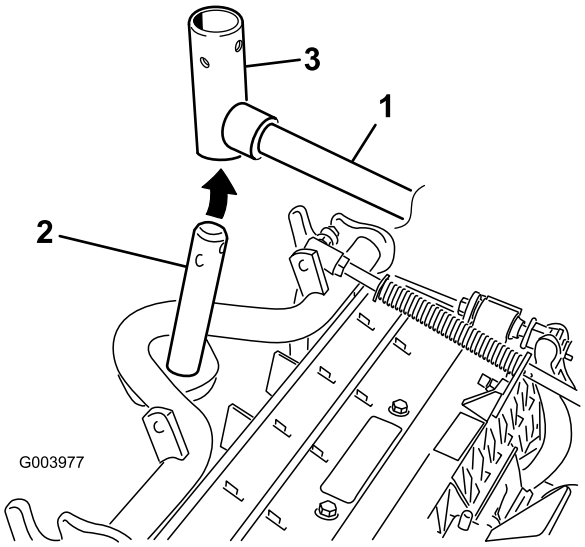

Figur 10
8. Hvad angår de forreste klippeenheder, skubbes en klippeenhed ind under løftearmen, mens bærerammeakslen sættes op i løftearmens drejegaffel (Figur 10).
B. Sæt løftearmsgaflen på bærerammens aksel (Figur 10).